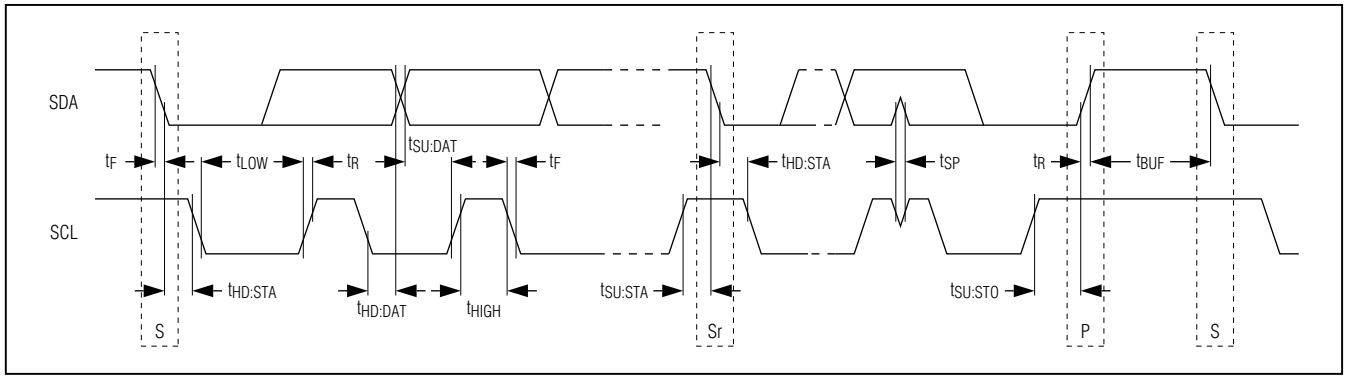

Figure 1. I2C Timing Diagram
The device features an I2C-compatible, 2-wire interface consisting of a serial-data line (SDA) and a serial-clock line (SCL). The SDA and SCL lines enable read and write communication between the IC and a master device at a rate of up to 400kHz. The IC is a slave device, relying on the master to generate the SCL signal. The master initiates data transfer on the bus and generates SCL to permit the transfer. Figure 1 shows the timing for the bus. The two bus lines (SDA and SCL) must be high when the bus is not in use. When in use, the port bits are toggled to generate the appropriate signals for SDA and SCL. The SDA state is allowed to change only while SCL is low. The state of SDA must remain stable while SCL is high, with the exception of START (S) and STOP (P) conditions. Data is transmitted in 8-bit bytes. Nine clock cycles are required to transfer the data bits to the device, with the 9th clock cycle used for an acknowledge pulse. A separate V_{DDI} power-supply input and internal bidirectional level translators are provided to allow the device to interface to a microcontroller running on a voltage other than V_{DD}. The SDA driver is an open-drain output, requiring a pullup resistor to generate a logic-high voltage.
Both SCL and SDA must be high when the bus is not in use. A bus master signals the beginning of a transmission with a START condition by transitioning SDA from high to low while SCL is high (see Figure 1). When the master has finished communicating with the slave, the master issues a STOP condition by transitioning SDA from low to high while SCL is high. The bus is then free for another transmission.